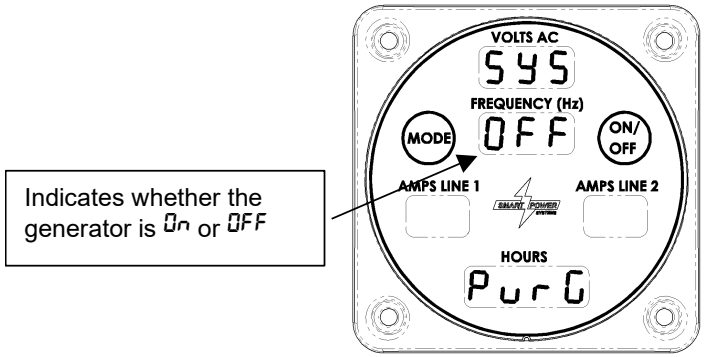

Figure 12 – Purge Option Display
2. If the Display looks like Figure 12, The purge option is enabled.
6. Return to system purge display by pressing the Mode switch repeatedly until the screen shown in Figure 12 is displayed. Purge will still be active.
j. Engage the Power Take-Off (PTO). (Note: Pump may sound rough for a few minutes due to entrapped air.) Make sure the Command & Control Center displays the string "OFF" as shown in figure 12, press the On/Off switch to turn the generator off, if needed.
10. Prior to applying full load, and after the oil temperature is above 120°F verify proper operation of the cooler fan by feeling for airflow being pulled into the cooler and pushed out by the fan. If the air is not being pulled through the cooler face, contact Smart Power Systems® at (231) 832-5525 for more information. Also verify that the air passing through the cooler and the fan is not restricted.